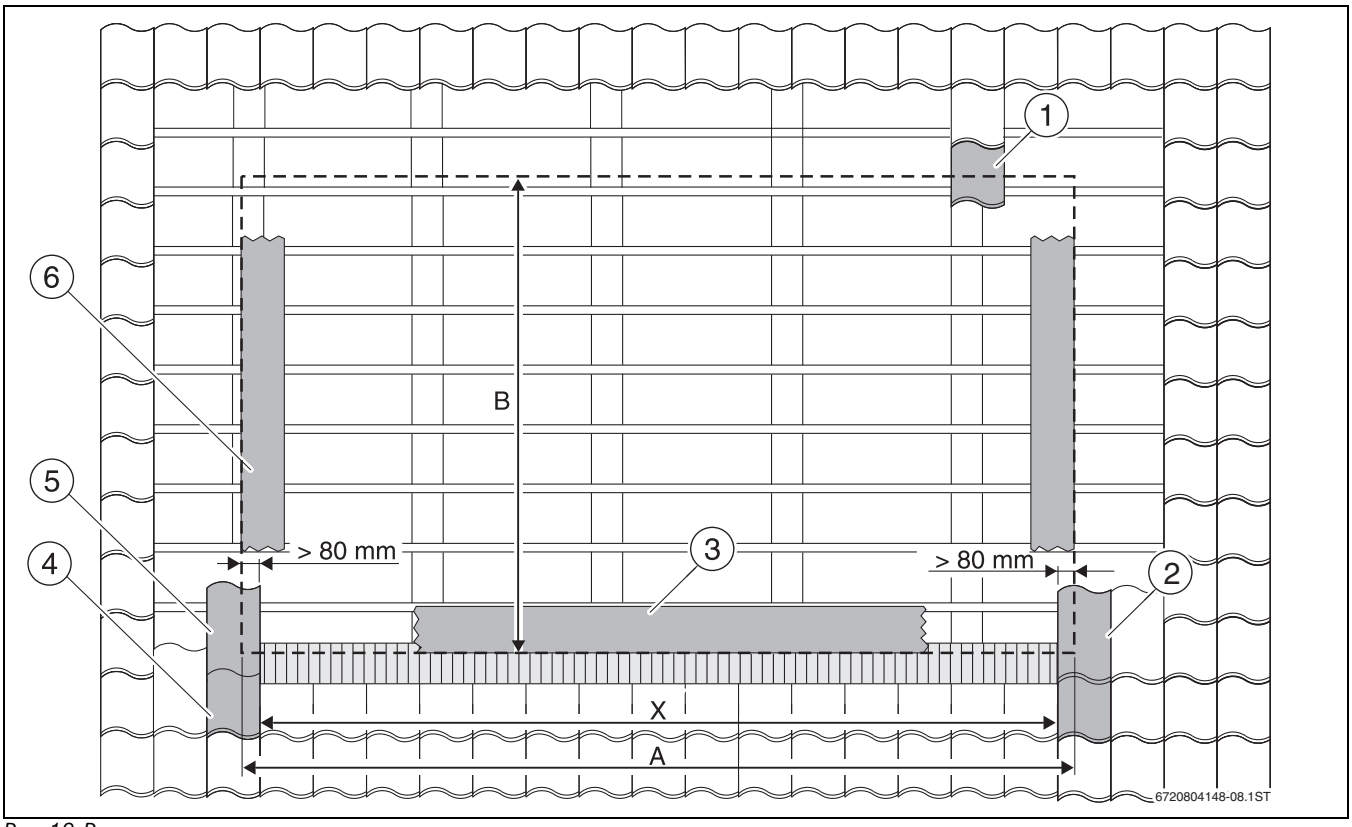

Рис. 19 Расположение поля коллекторов
▶ Определите левый ряд черепицы и отметьте расстояние X (→ рис. 19, [5]).
▶ Определите правый ряд черепицы (→ рис. 19, [2]), который позднее при необходимости нужно будет обрезать.
▶ С учётом размера B определите нижний ряд черепицы (→ рис. 19, [4]).
▶ Определите верхний ряд черепицы (→ рис. 19, [1]), который позднее при необходимости нужно будет обрезать.